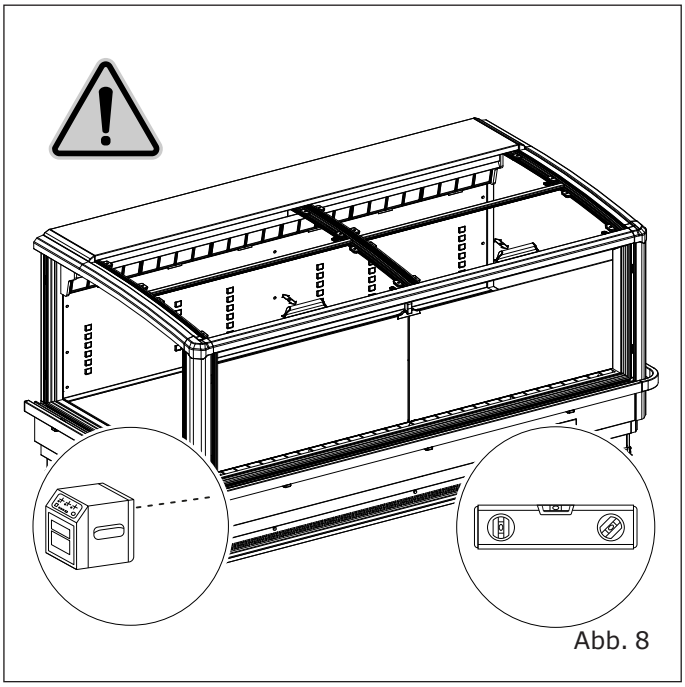

Abb. 8
- Das Gerät muss auf einem ebenen Untergrund aufgestellt werden. ("Abb. 8").